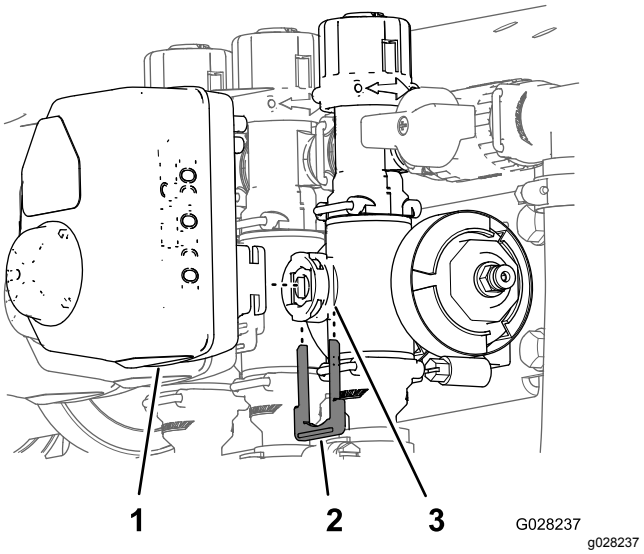

Figur 112
3. Fjern den holder, der fastgør aktuatoren til manifoldventilen til hastighedsregulering, omrøring, hovedsektionen eller sektionsventilen (Figur 112).